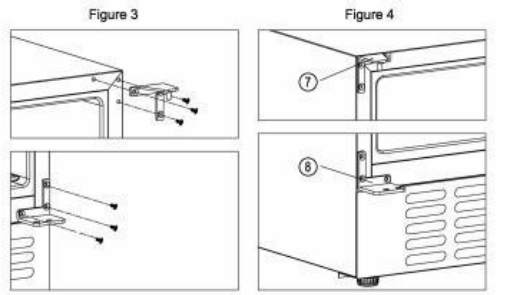

Figur 3–4
4. (Figur 3) Skru det øverste højre hængsel (4) og det nederste højre hængsel (2) af kabinettet (6), og opbevar dem i posen, hvis du senere vil ændre døren tilbage til venstrehængslet.